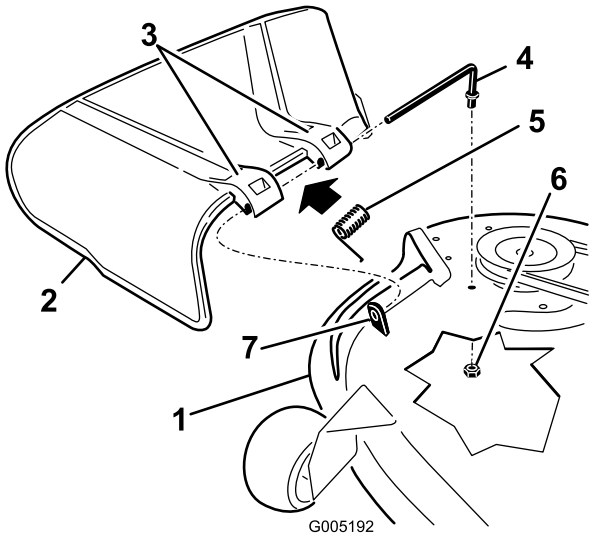

Figur 69
1. Leta reda på de delar som visas i Figur 69.
2. Avlägsna muttern (3/8 tum) från stången under klipparen (Figur 69).
3. Skjut ut stången från den det korta avståndsstycket, fjädern och gräsriktaren (Figur 69). Demontera den skadade eller slitna gräsriktaren.
4. Byt ut gräsriktaren (Figur 69).
6. Sätt fjädern på stången, med ändkablar nedåt, och mellan gräsriktarens fästen. Skjut stången genom det andra gräsriktarfästet (Figur 69).
7. För in stången i gräsriktarens front i det korta avståndsstycket på däcket. Fäst stångens bakre ände i klippaggregatet med en mutter (3/8 tum) (Figur 69).